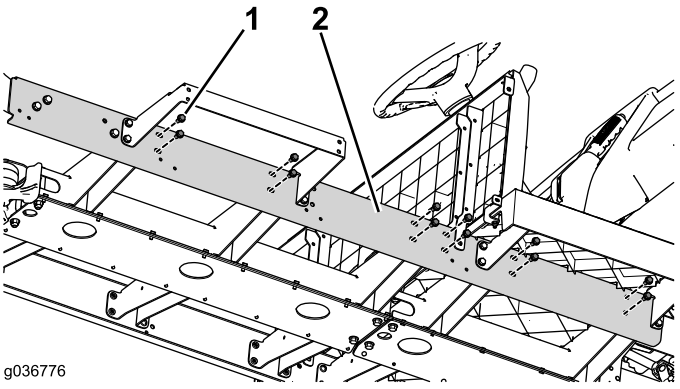

Figure 79
3. Montez les fixations du profilé restantes (Figure 79).